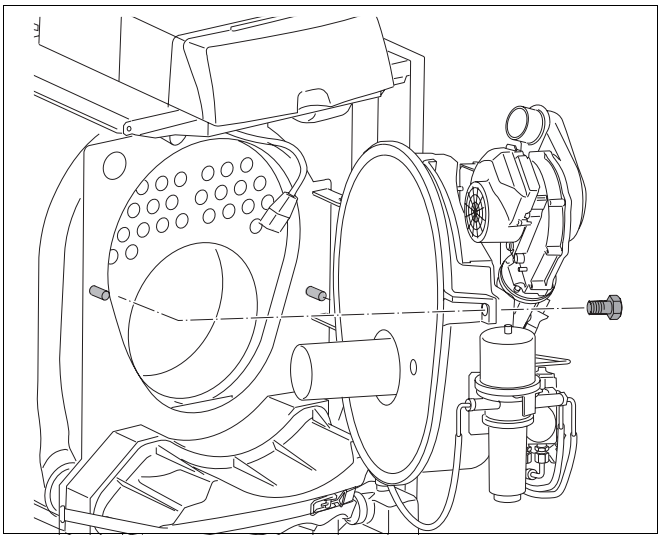

Bild 58 Brennertür öffnen
- Sechskantschrauben der Brennertür herausschrauben und Brennertür aufschwenken (Bild 58).
- Sechskantschrauben der Brennertür herausschrauben und Brennertür aufschwenken (Bild 58, Seite 66).
- Brennertür öffnen (Bild 58, Seite 66).